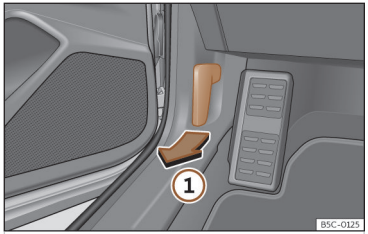

Fig. 208 Palanca de desbloqueo en el espacio reposapiés del conductor.
- Abra la puerta y tire de la palanca que hay debajo del tablero de instrumentos ››› **fig. 208** ①.